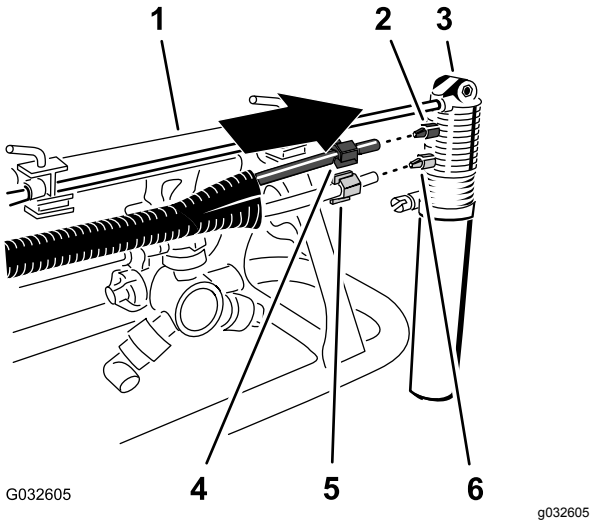

Figuur 13
1. Schuif de blauwe klemmoer over de uiteinden van de blauwe buis en de witte klemmoer over de doorzichtige buis (Figuur 13).
2. Lijn het uiteinde van de doorzichtige buis met de witte klemmoer uit met de witte koppeling van de spuitdop van de schuimmarkeerder. Zet de klemmoer handmatig vast (Figuur 13).
3. Lijn het uiteinde van de blauwe buis met de blauwe klemmoer uit met de blauwe koppeling van de spuitdop van de schuimmarkeerder. Zet de klemmoer handmatig vast (Figuur 13).